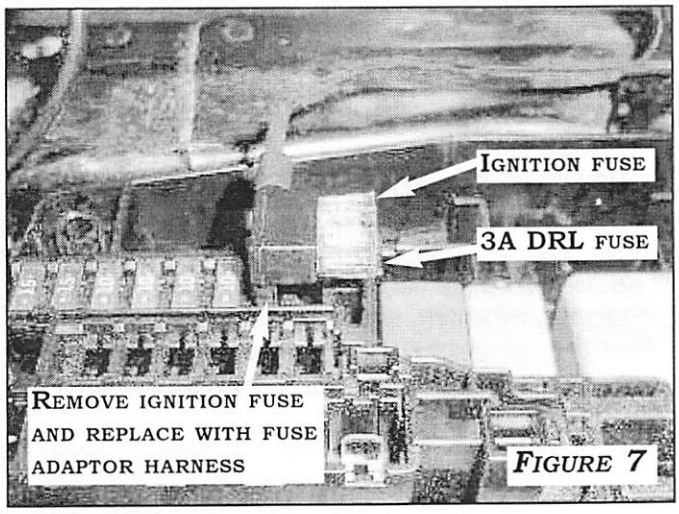

Figure 7
5. Locate an ATM Mini Fuse on the Ignition Circuit in the Fuse Box. Using a fuse removal tool, remove the mini fuse and replace it with the Fuse Adaptor. Place the ATM Mini Ignition Fuse in the open slot of Fuse Adaptor harness. **See Figure 7**